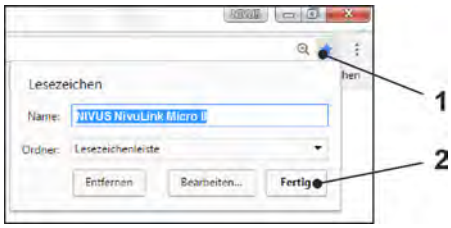

Fig. 32-4 Créer le favori
9. Pour ajouter un favori dans le navigateur (pour un accès direct), appuyer sur l'étoile pour « Favoris » (Fig. 32-4, pos. 1) (par exemple Google Chrome) et valider avec « Terminé » (Fig. 32-4, pos. 2).